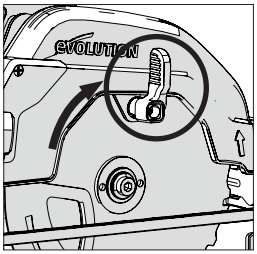

Abb. 5
- Drehen Sie den unteren Sägeblattschutz mit Hilfe des manuellen Daumen-Hebels in den oberen Sägeblattschutz. **(Abb. 5)**